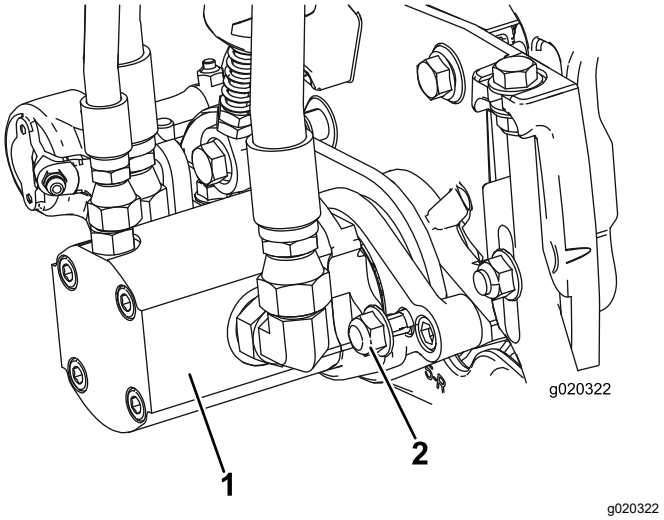

Figur 10
15. Monter motoren ved at dreje den med uret, således at motorflangerne går fri af låsemøtrikkerne (Figur 10). Drej motoren mod uret, indtil flangerne indeslutter møtrikkerne, og stram så møtrikkerne.